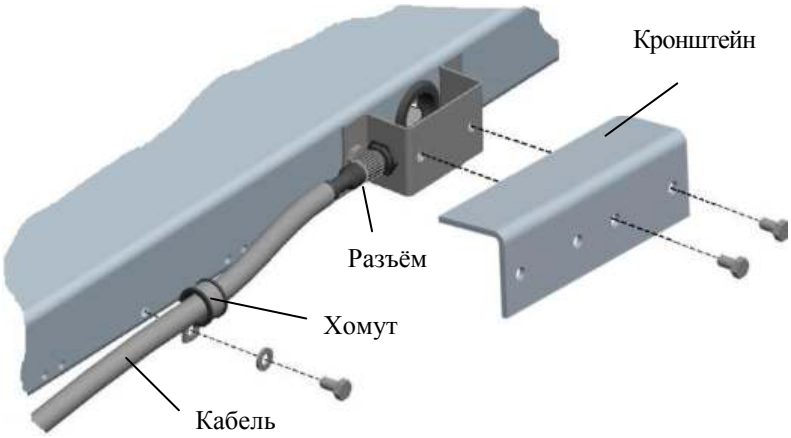

Рис. 4.3 - Подключение кабеля
4.2.5 Подключите к модулю кабель. Закрепите кабель хомутом и привинтите защитный кронштейн (Рис. 4.3).
5.2.10 Подключите к модулю кабель. Закрепите кабель хомутом и привинтите кронштейн (Рис. 4.3).
6.2.5 Подключите к модулю кабель. Закрепите кабель хомутом и привинтите кронштейн (Рис. 4.3).
7.2.4 Подключите к модулю кабель. Закрепите кабель хомутом и привинтите защитный кронштейн (Рис. 4.3).
8.2.9 Привинтите кронштейны (4 шт.) для защиты разъёмов от механических ударов (Рис. 4.3).
9.2.7 Подключите к модулю кабель. Закрепите кабель хомутом (Рис. 4.3).